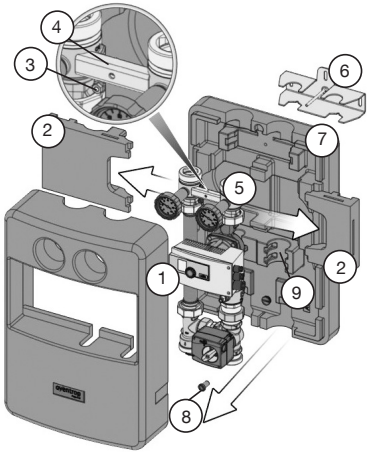

Fig. 4
1. Demontați carcasa termoizolantă frontală (1) (fig. 4).
2. Îndepărtați blocul intermediar (2) (fig. 4).
3. Desfaceți piulița hexagonală (3) cu cheia de mărimea 10 și demontați placa de fixare (4) (fig. 4).
4. Desprindeți grupul de armături (5) și suportul de perete (6) de pe carcasa termoizolantă posterioară (7) (fig. 4).